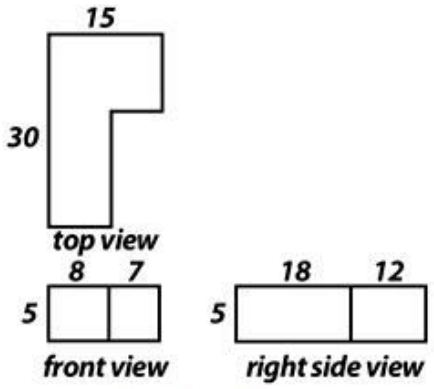

Fig. 1
8. Draw the isometric view for the given orthographic views. (Fig. 1)